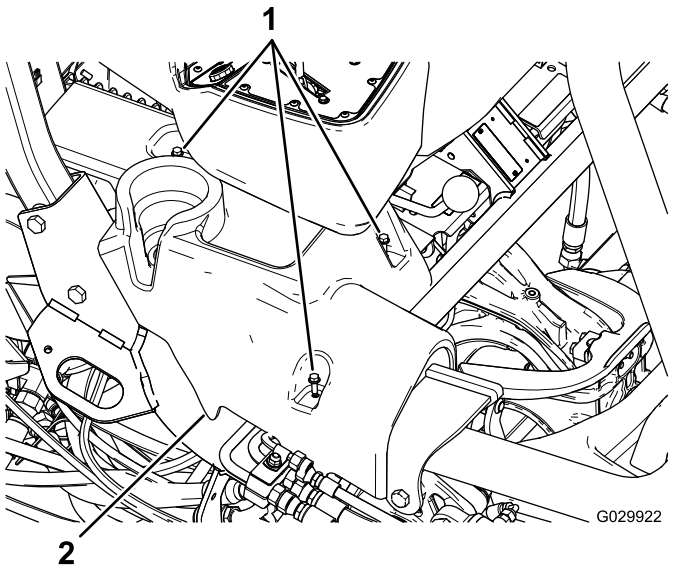

Figure 1
4. Remove the flange-head bolts securing the left and right consoles, and remove the consoles (Figure 1).